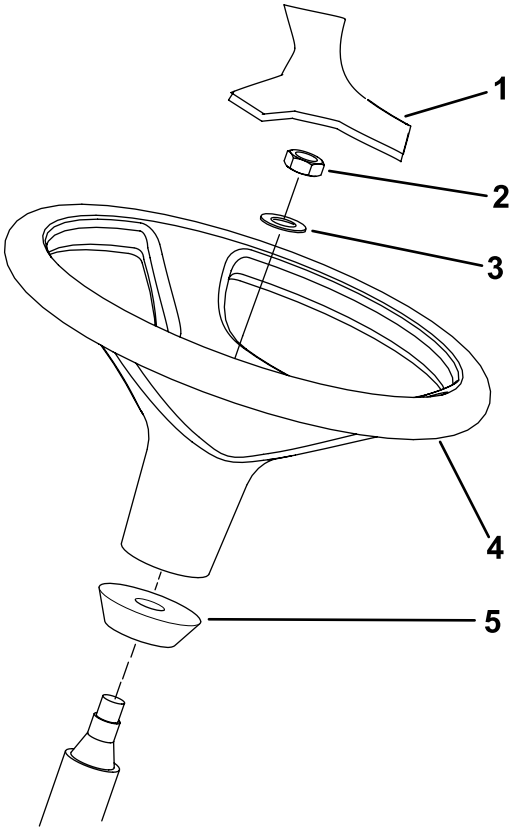

Figur 14
1. Lossa ratten från leveransplattformen (Figur 14).
Obs: Kontrollera att skumstoppringen sitter kvar på styraxeln (Figur 14).
3. Skjut på ratten och brickan på styraxeln (Figur 14).
5. Montera skyddet på ratten (Figur 14).